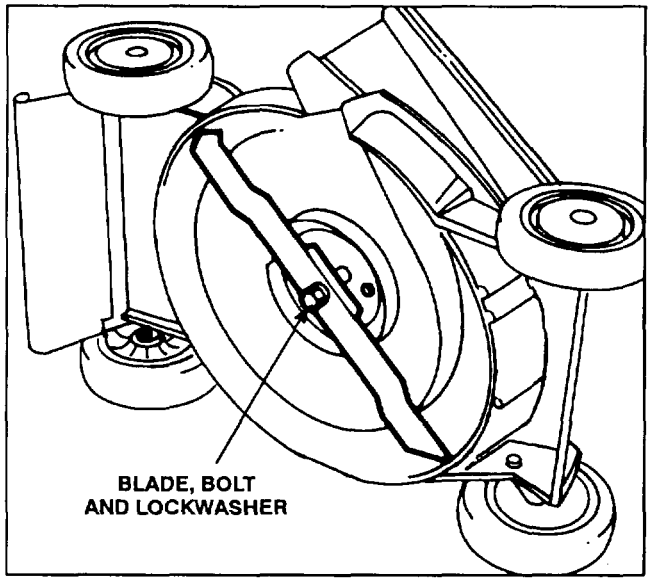

Figure 17
3. Tip mower on its left side (Fig. 17). Avoid rotating blade as starting problems may result.
5. REMOVING BLADE—Grasp end of blade using a rag or thickly padded glove. Remove blade bolt, lockwasher, and blade (Fig. 17).